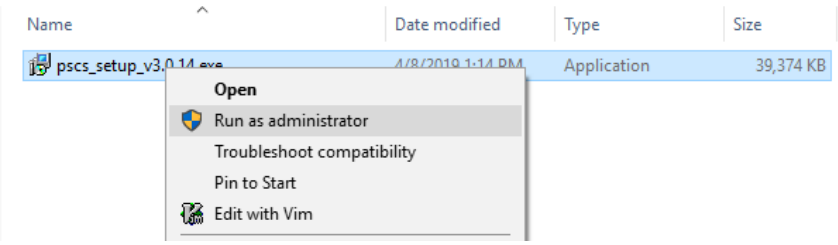

Figure 7.3
3. Right-click on the .exe file and select "Run as administrator". **Figure 7.3**